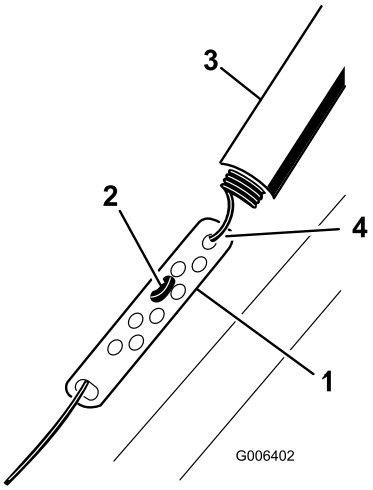

Figure 26
1. Remontez la protection du ressort et décrochez le ressort de la biellette de réglage (Figure 26).